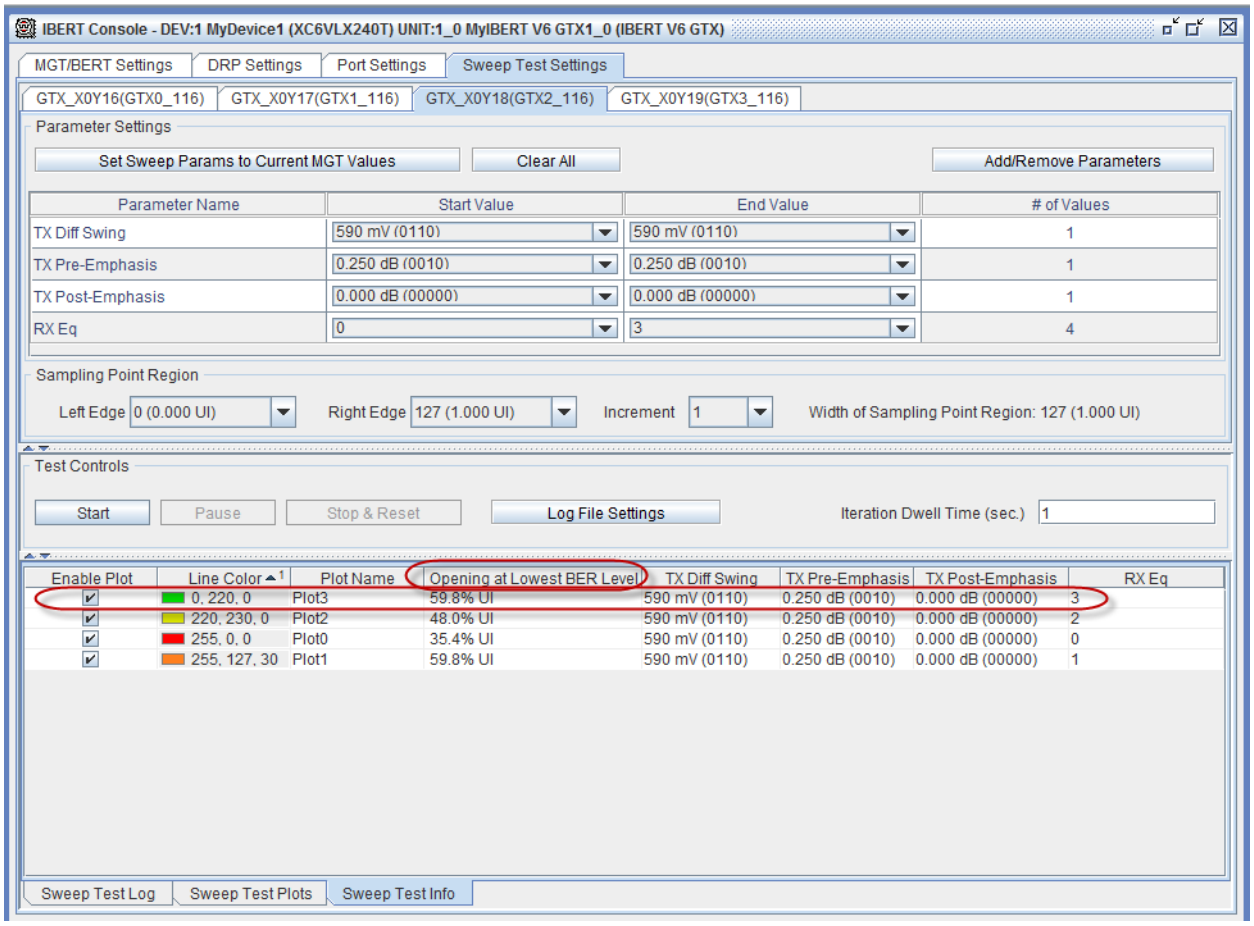

Figure 11: **Sweep Test Info Tab Display**
2. Click the **Sweep Test Info** tab, shown in Figure 11, and find the widest eye opening and/or highest margin.